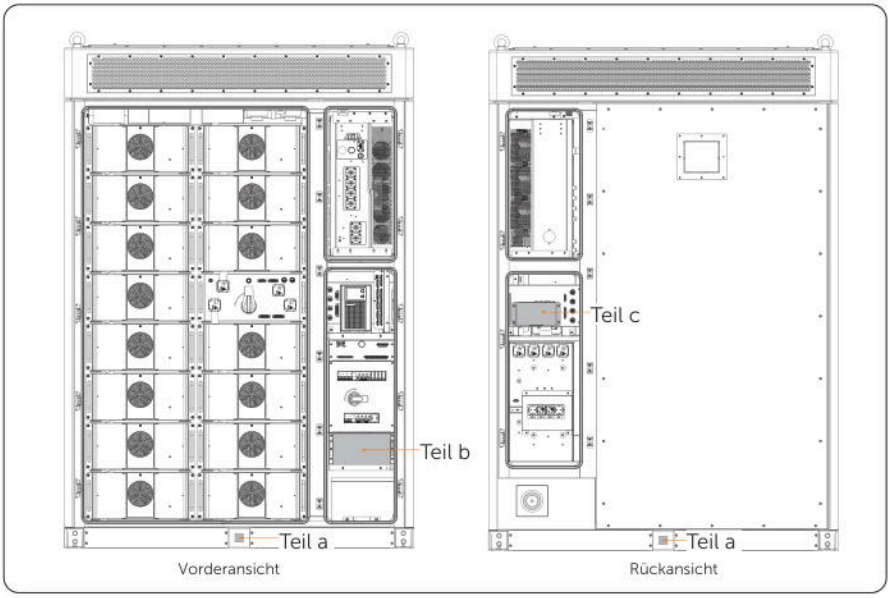

Abbildung 7-1 Zu verdrahtender Teil
- Vor der Verdrahtung müssen sich die Bediener darüber informieren, welche Teile verdrahtet werden müssen. Einzelheiten hierzu finden Sie in Abbildung 7-1.
Das Gerät unterstützt den Anschluss an die Erdungsplatte und den PE-Anschluss. Bezüglich des Verdrahtungsbereichs, siehe **Teil a** in „Abbildung 7-1 Zu verdrahtender Teil", befolgen Sie bitte genau die folgenden Schritte.
Bezüglich des Netzanschlusses, d.h. **Teil b** in „Abbildung 7-1 Zu verdrahtender Teil", befolgen Sie bitte genau die nachstehenden Schritte.
Bezüglich des Netzanschlusses, d.h. **Teil c** in „Abbildung 7-1 Zu verdrahtender Teil", befolgen Sie bitte genau die nachstehenden Schritte.